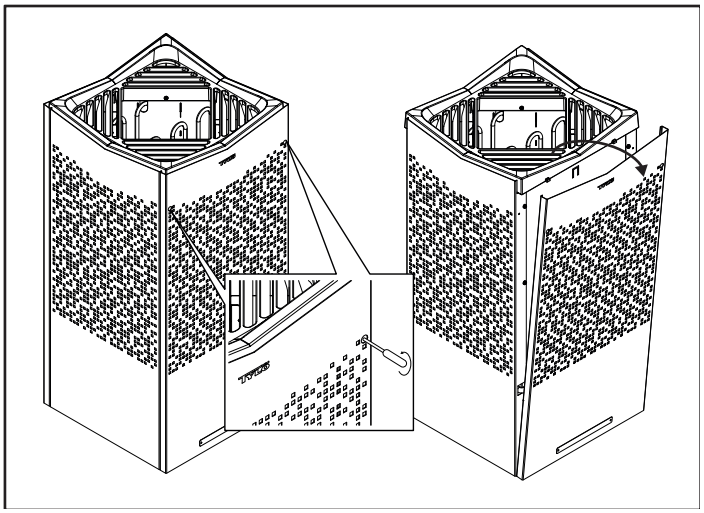

Afbeelding 7: Draai de verborgen schroeven los, torx 20, verwijder de voorpanelen
1. Til de voorpanelen op (afbeelding 7).